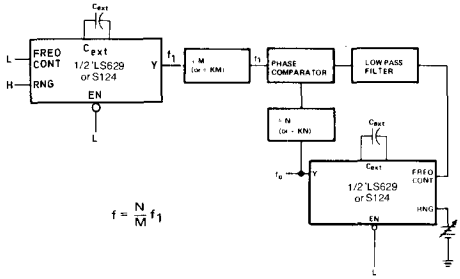

FIGURE 1—PHASE-LOCKED LOOP
A basic crystal-controlled phase-locked loop is illustrated in Figure 1. This application can be used for implementation of:
a. Frequencies $\frac{f_1}{M}$ and $\frac{f}{N}$ can be divided equally by the same constant (K) also shown in Figure 1. The constant can be any value greater than unity ($K > 1$), and should be selected to yield frequency ranges that can be handled adequately by the phase-comparator and filter. The output frequency (f_o) retains the same relationship as previously explained because now: